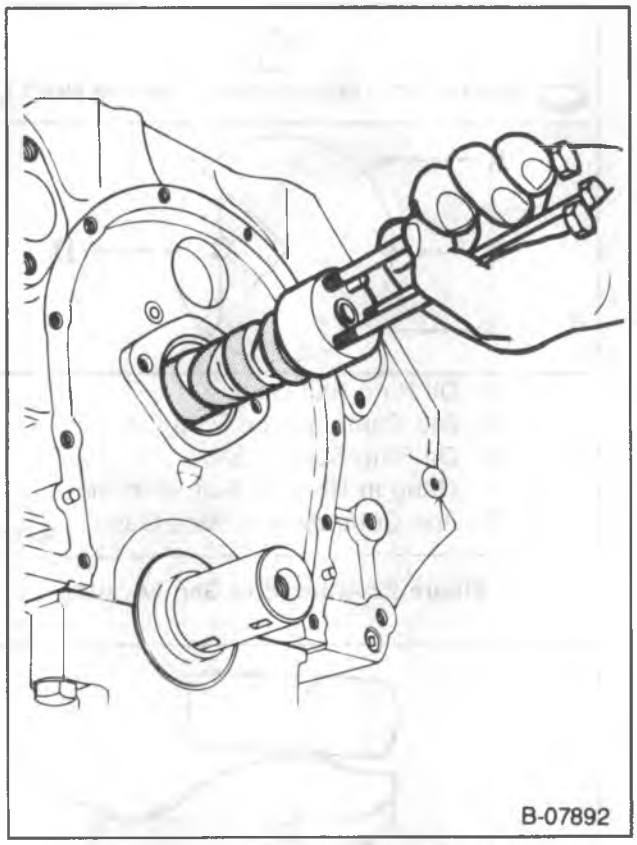

Figure 20—Replacing the Camshaft
- Install two or three 5/16-18 bolts 100-125 mm (4-5 inches) long into the camshaft threaded holes. Use these bolts to handle the camshaft (figure 20).
2. Camshaft to the engine (figure 20). Handle the camshaft carefully to prevent damage to the camshaft bearings.